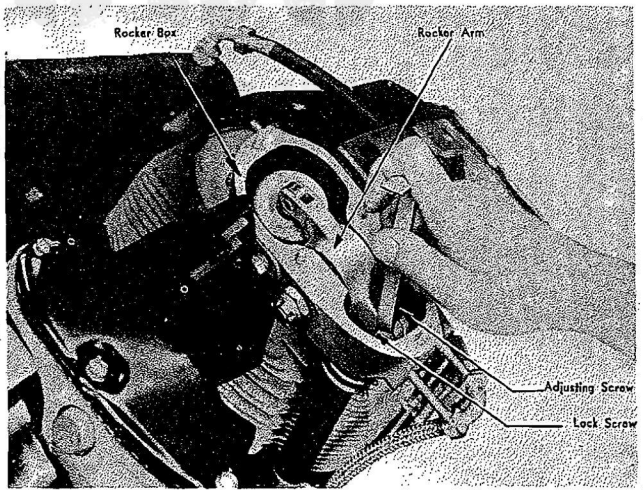

Figure 51—Loosening or Tightening Adjusting Screw Lock Screw
b. Repeat this operation for removing all rocker arms and push rods. Remove the clamping screw and valve clearance adjusting screw from all rocker arms using wrench (Tool No. 802581). Refer to Figure 51.